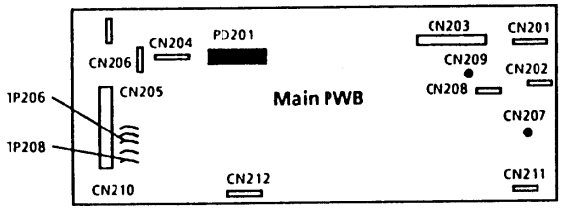

Рисунок 1. Расположение точек TP206 и TP208
3. Соедините между собой контрольные точки TP206 и TP208 (Рисунок 1).